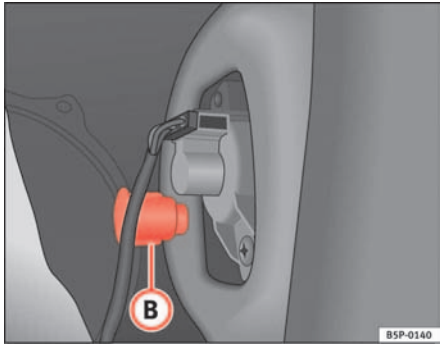

Fig. 182 Side lights and brake lights
– Unscrew the plastic fitting ⇒ fig. 182 (B) securing the rear light. Inserting a screwdriver under the plastic fitting may help to loosen it.